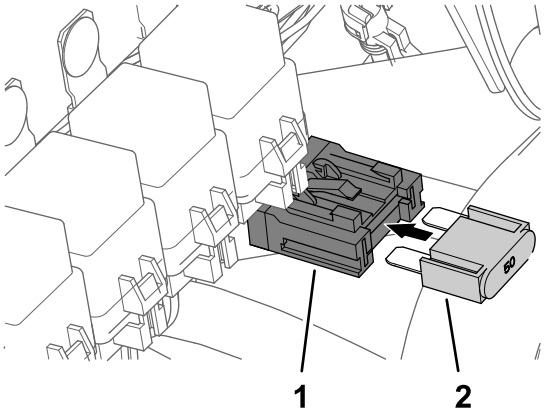

Figur 194
7. Sæt sikringen (50 A) i den interne sikringsblok, indtil sikringen sidder helt inde (Figur 194).